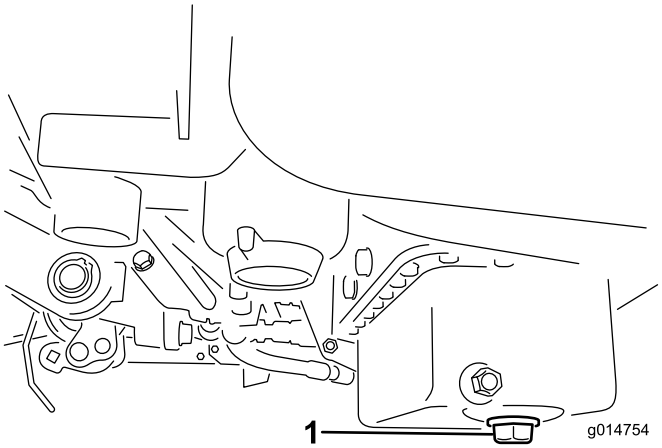

**Figur 42**
1. Fjern aftapningsproppen, og lad olien løbe ned i en bakke. Monter aftapningsproppen igen, når olien holder op med at løbe (Figur 42).